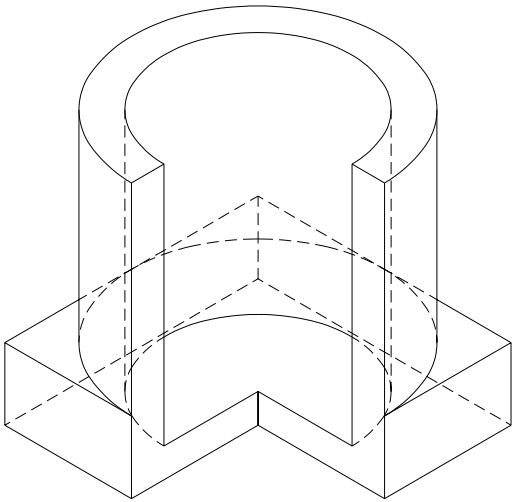

Fig. 8.11
8. „Eliminarea” porțiunii din piesa rezultată în urma secționării folosind comanda **TRIM**. „Ruperea” în două a unor entități de tip „linie” și „elipsă” folosind comanda **BREAK** în vederea schimbării tipului de linie al muchiilor ascunse (fig. 8.11).